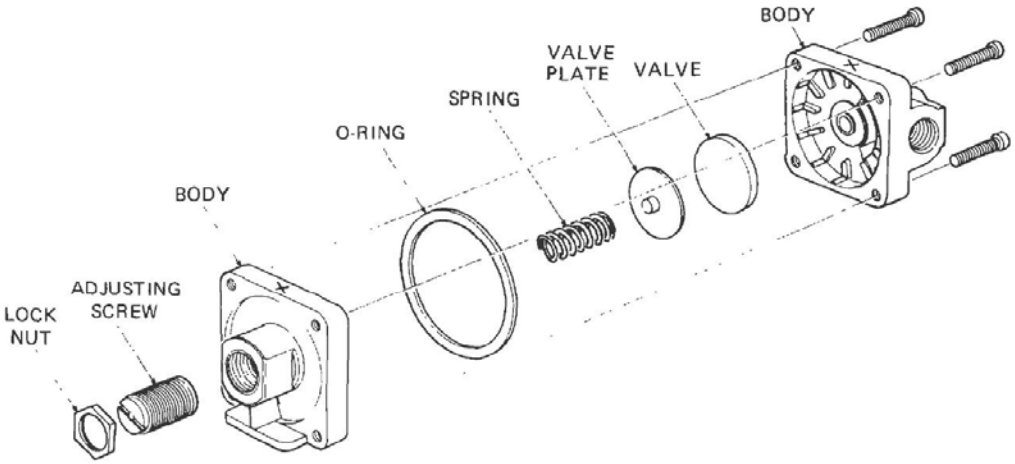

Figure 29 Hold-Back Valve – Exploded View
b. Remove the four screws from the valve body and separate the two halves of the valve (Figure 29).